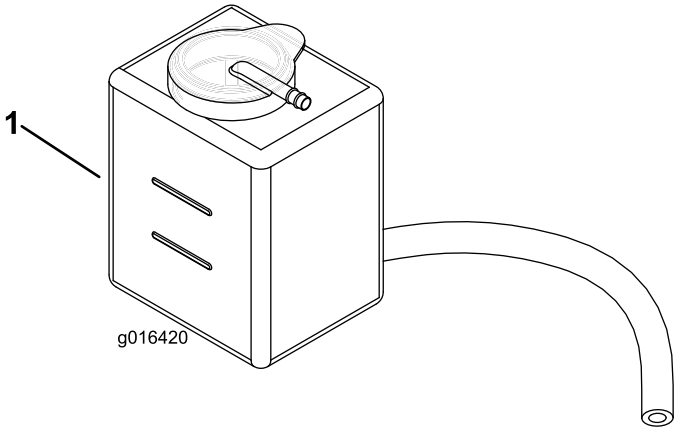

**Figur 25**
2. Kontroller kølervæskestanden (Figur 25). Kølevæsken skal være mellem linjerne på reservetanken, når motoren er kold.